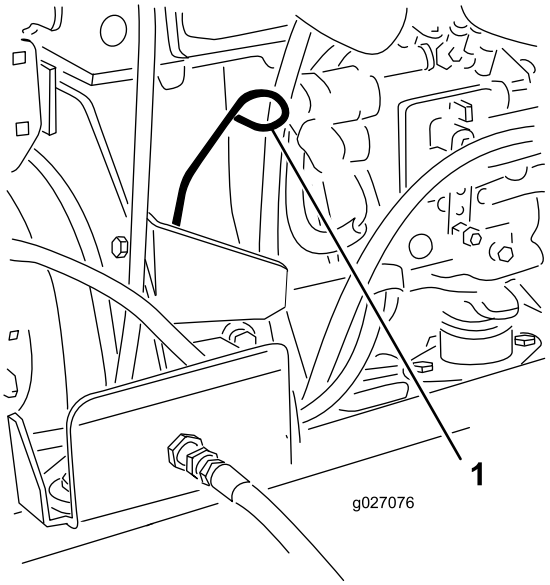

**Figur 29**
3. Fjern målepinden, tør den af, og sæt den tilbage igen (Figur 29).